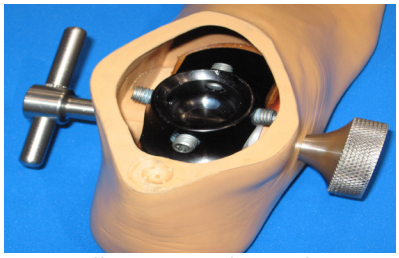
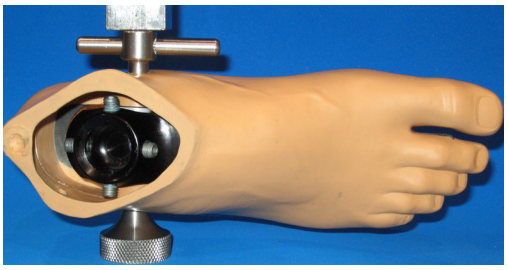

FIGURE 12: Bullet inserted into the shaft guide.
FIGURE 13A: Fully seating the axis.
9. Place the tip of the protruding bullet into the shaft guide (FIGURE 12), and use your arbor press or bar clamp to drive the axis all the way until it is seated through the far side of the internal stirrup (FIGURE 13A, 13B).